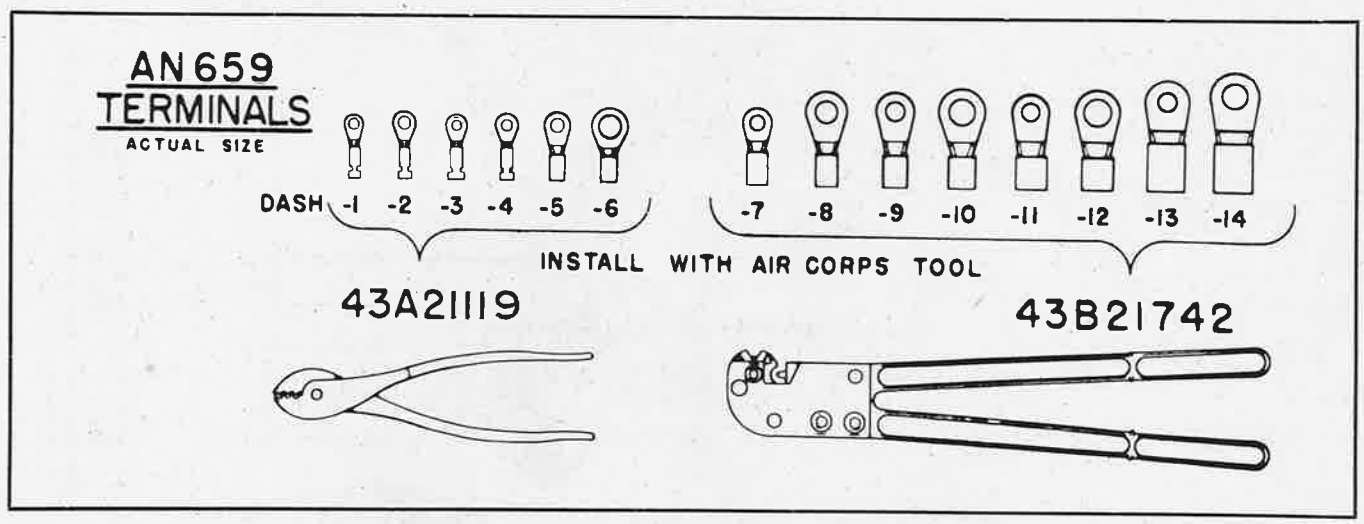

Figure 446—AN 659 Terminals (Actual Size)
a. If necessary to replace terminals, select proper terminal for wire size, from the accompanying list, and as shown in figure 446. The use of solderless terminals (AN 659) is authorized when using tools (43A21119 and 43B21742).